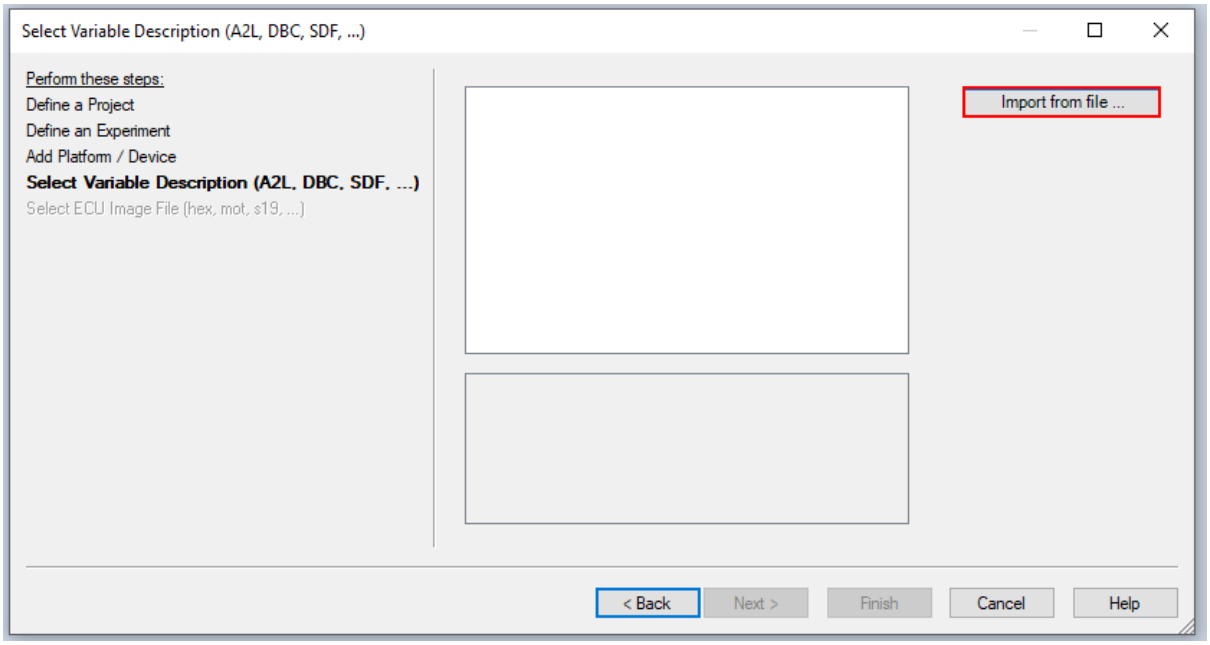
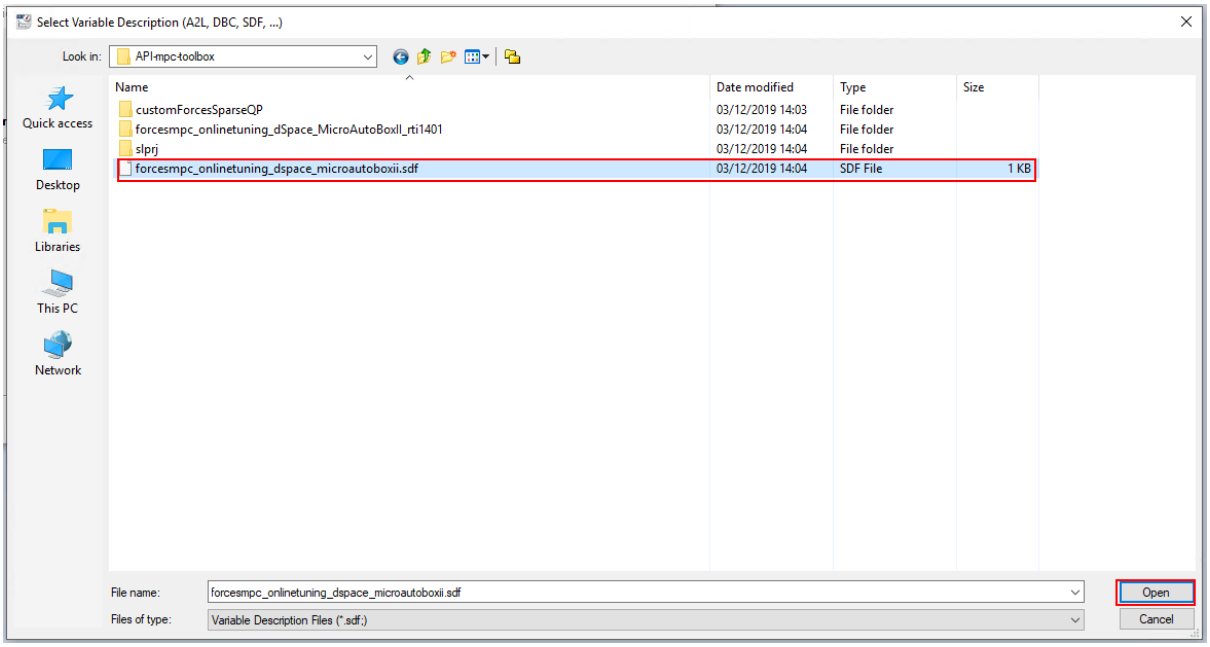

Figure 4.12: Import the variable description file
Figure 4.13: Select the sdf file with the variables description
9) Import the variable description file `forcesmpc_onlinetuning_dSpace_MicroAutoBoxII.sdf` in order to have access to the model variables and see the results of the execution (see Figure 4.12 and Figure 4.13).